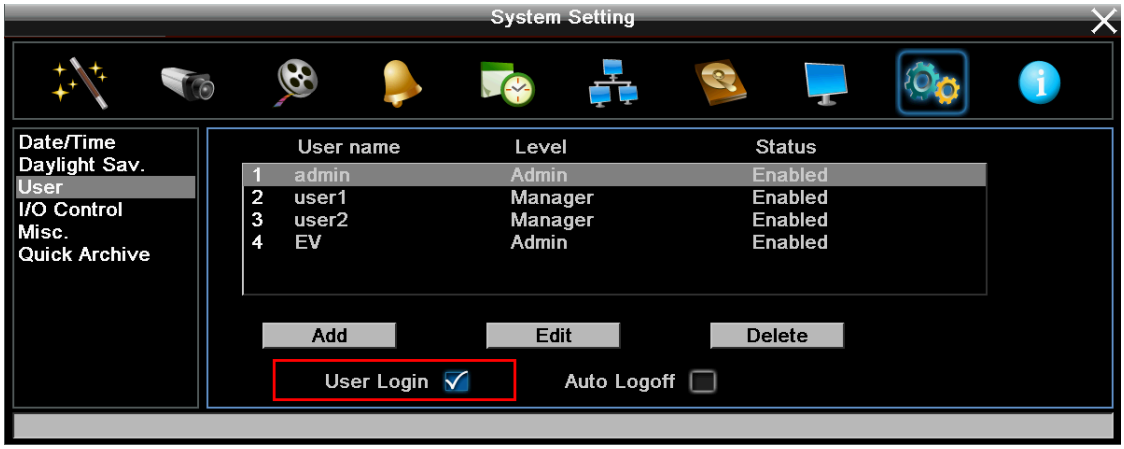

Figure 4-6
1. Ensure the User Login box is **Unchecked** *(Figure 4-6)*.